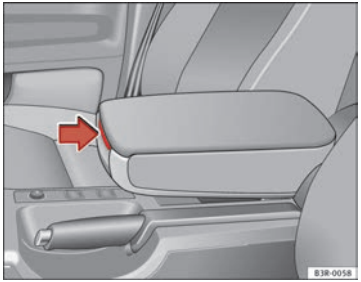

Fig. 115 Armrest between the driver seat and front passenger seat
– Press the release lever ⇒ fig. 115.